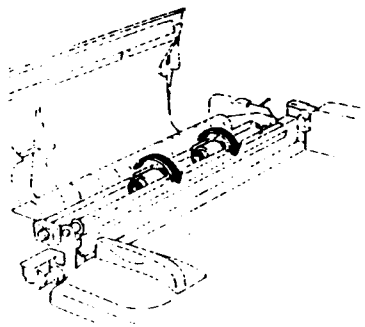

Рис. 3
a. (Рис. 3): Тормозной ролик схватывается при вращении в одном направлении. Обязательно устанавливайте его так, чтобы его вращение было блокировано в показанном стрелкой направлении.